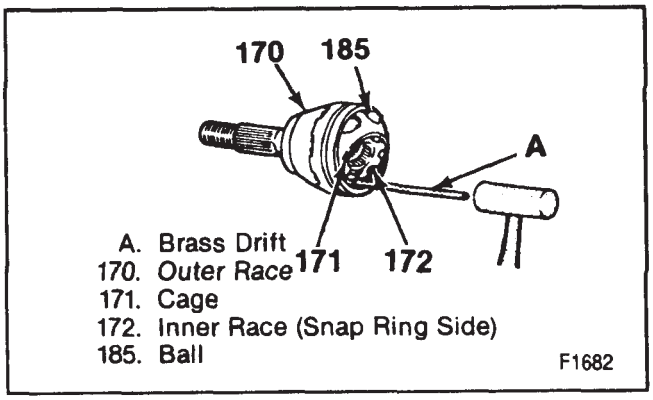
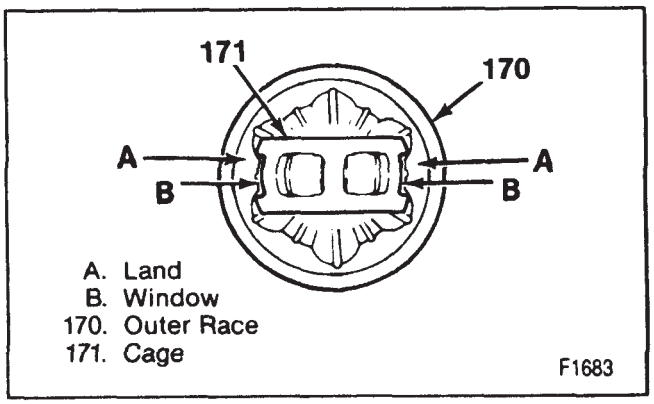

Figure 37—Removing/Replacing the Balls
Figure 38—Removing/Replacing the Cage
5. Balls (185) (figure 37).
- Using a brass drift and hammer, tap on the cage (171) until it tilts enough to remove the first ball. Remove the other balls in the same manner.
6. Cage (171) from the outer race (170) (figure 37).
- Pivot the cage with inner race (172) 90-degrees to the center line of the outer race.
- Align the cage windows (B) with the lands (A) of the outer race (figure 38).
- Rotate into place, as shown. Cage with inner race to the outer race (figure 38).
- Align the cage windows (B) with the lands (A). Pivot the cage into position (figure 38).
2. Balls (185) (figure 37).
4. Outboard boot (173) to the axle shaft (182).